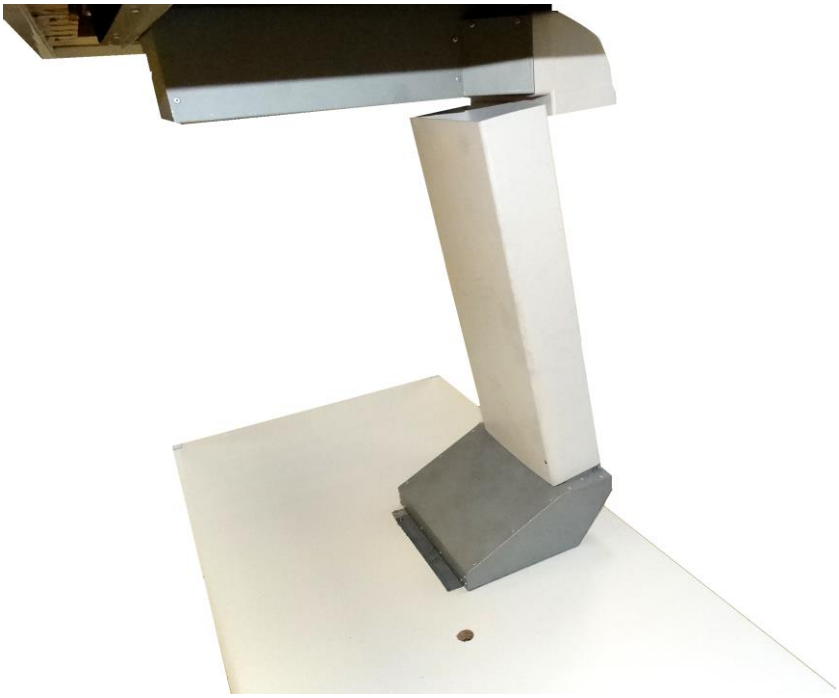

Rys.29A
19. Na redukcję turbiny (J) zakładamy przycięty na odpowiednią długość kanał wentylacyjny 220x90 (E) (Rys.29A)